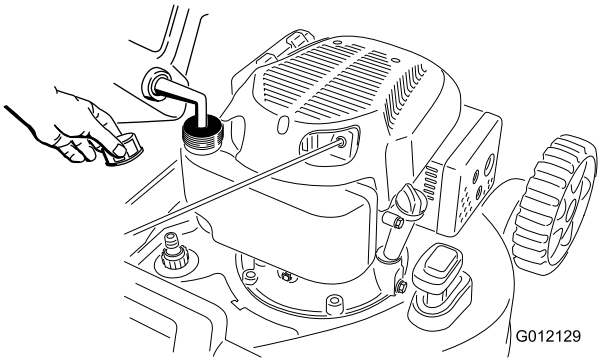

Figuur 8
1. Reinig de omgeving van de tankdop en verwijder de dop van de tank (Figuur 8).